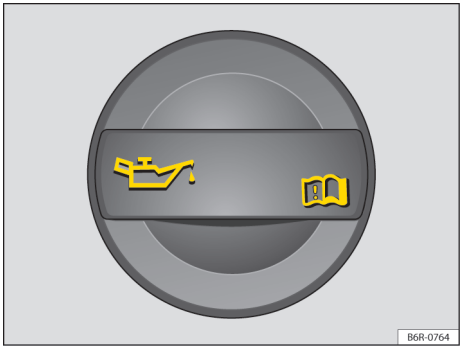

Fig. 126 No compartimento do motor: tampa da abertura para enchimento de óleo do motor.
4. Identificar a abertura para enchimento de óleo do motor e a vareta de medição do óleo. A abertura para enchimento do óleo do motor é identificada pelo símbolo na tampa → Fig. 126 e pela vareta de medição do óleo com a alça colorida. Se não estiver claro onde a tampa e a vareta de medição do óleo se encontram, procurar uma Concessionária Volkswagen ou uma empresa especializada.
9. Desrosquear a tampa do bocal de enchimento de óleo do motor → Fig. 126.